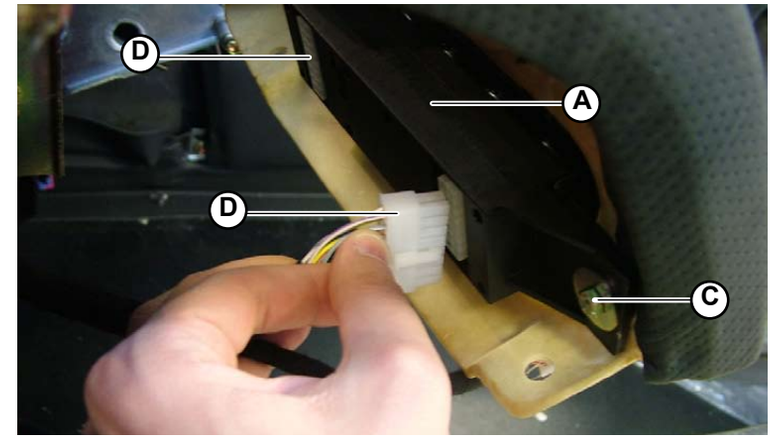
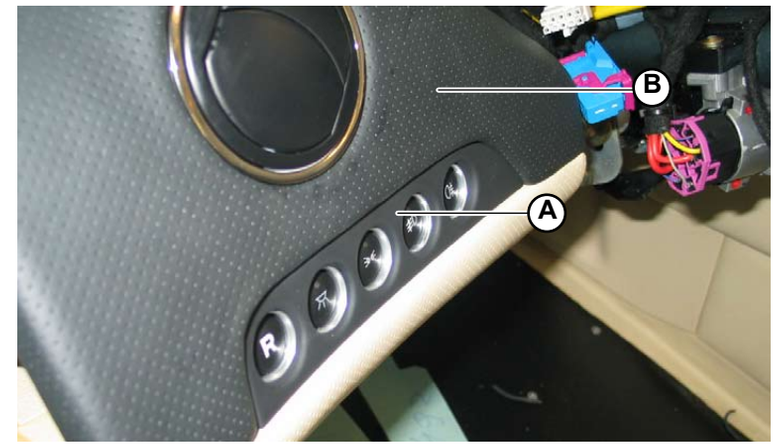

Fig.6
Fig.7
1. Use the 2 screws (**C-Fig.7**) to secure the head light control unit (**A-Fig.6/7**) to the dashboard (**B-Fig.7**).
2. Connect the 2 connections (**D-Fig.6**) to the head light control unit.